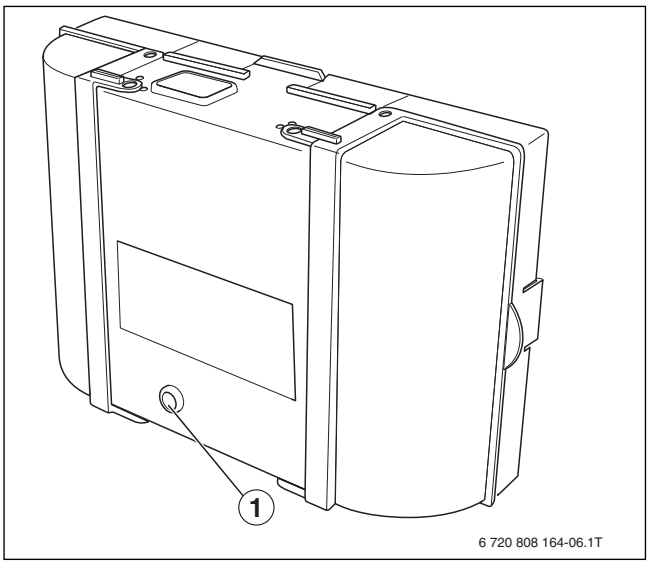

Fig. 10 Eliminazione delle disfunzioni dell'automatismo di combustione
▶ Tasto "reset" (→ fig. 10, [1])